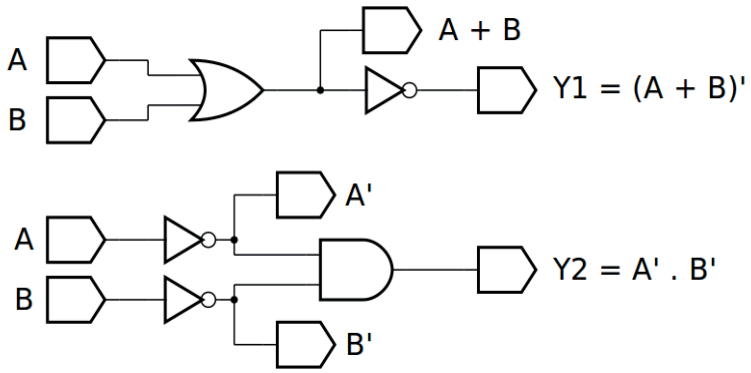
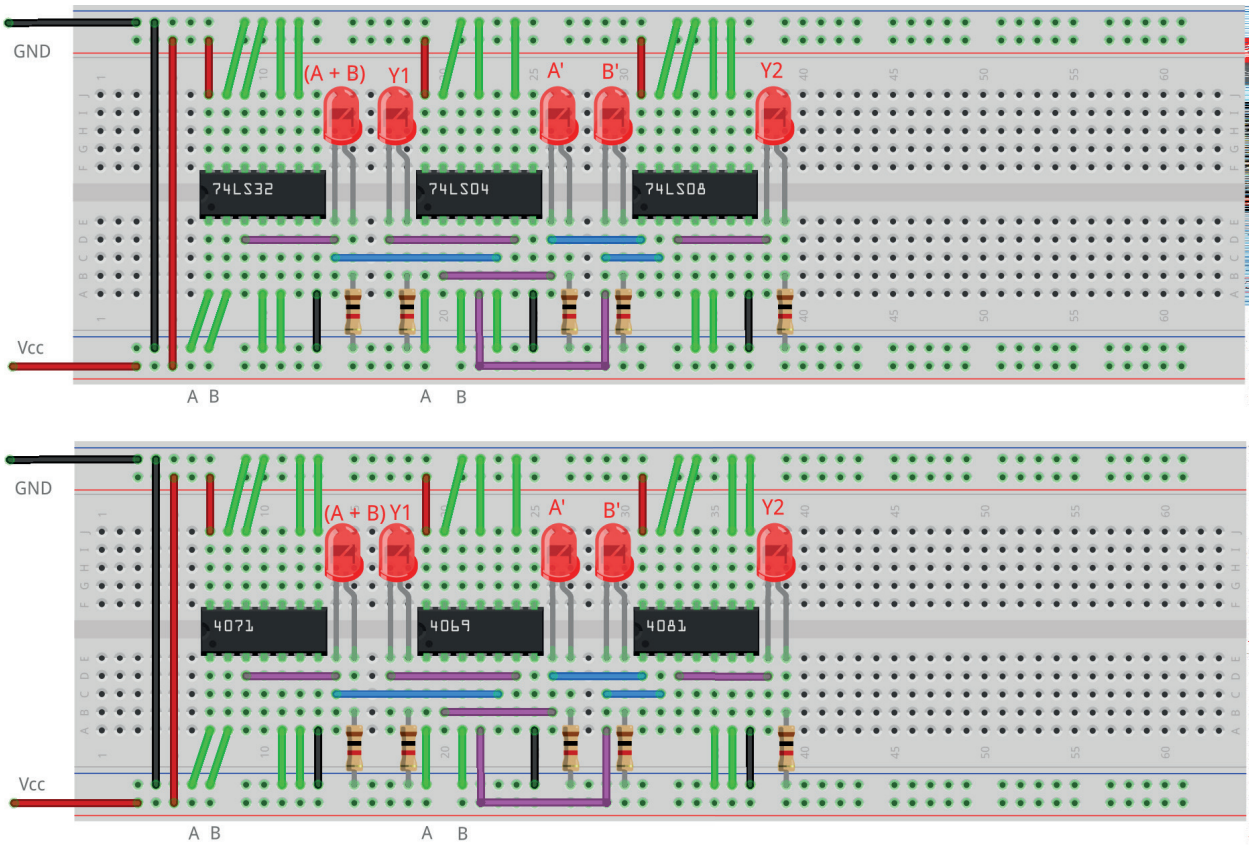

Figura 4.52 – Diagrama esquemático.
Figura 4.54 – Placa de montagem com componentes.
1. Monte o circuito da figura 4.52, conforme mostrado na figura 4.54, na placa de montagem.
6. Simule o circuito da figura 4.52 em um software de simulação para computador (SmartSim, Atanua ou Qucs) e compare com a tabela 4.18.